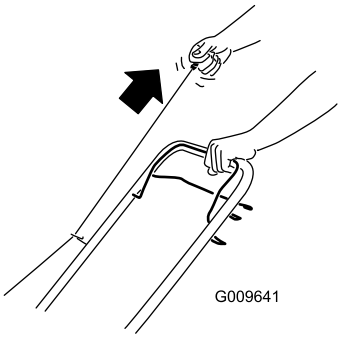

Figuur 11
2. Trek aan de handgreep van het startkoord (Figuur 11)
Opmerking: Trek de starthandgreep langzaam uit totdat u weerstand voelt, daarna krachtig uittrekken (Figuur 11). Laat het koord langzaam terugkeren.